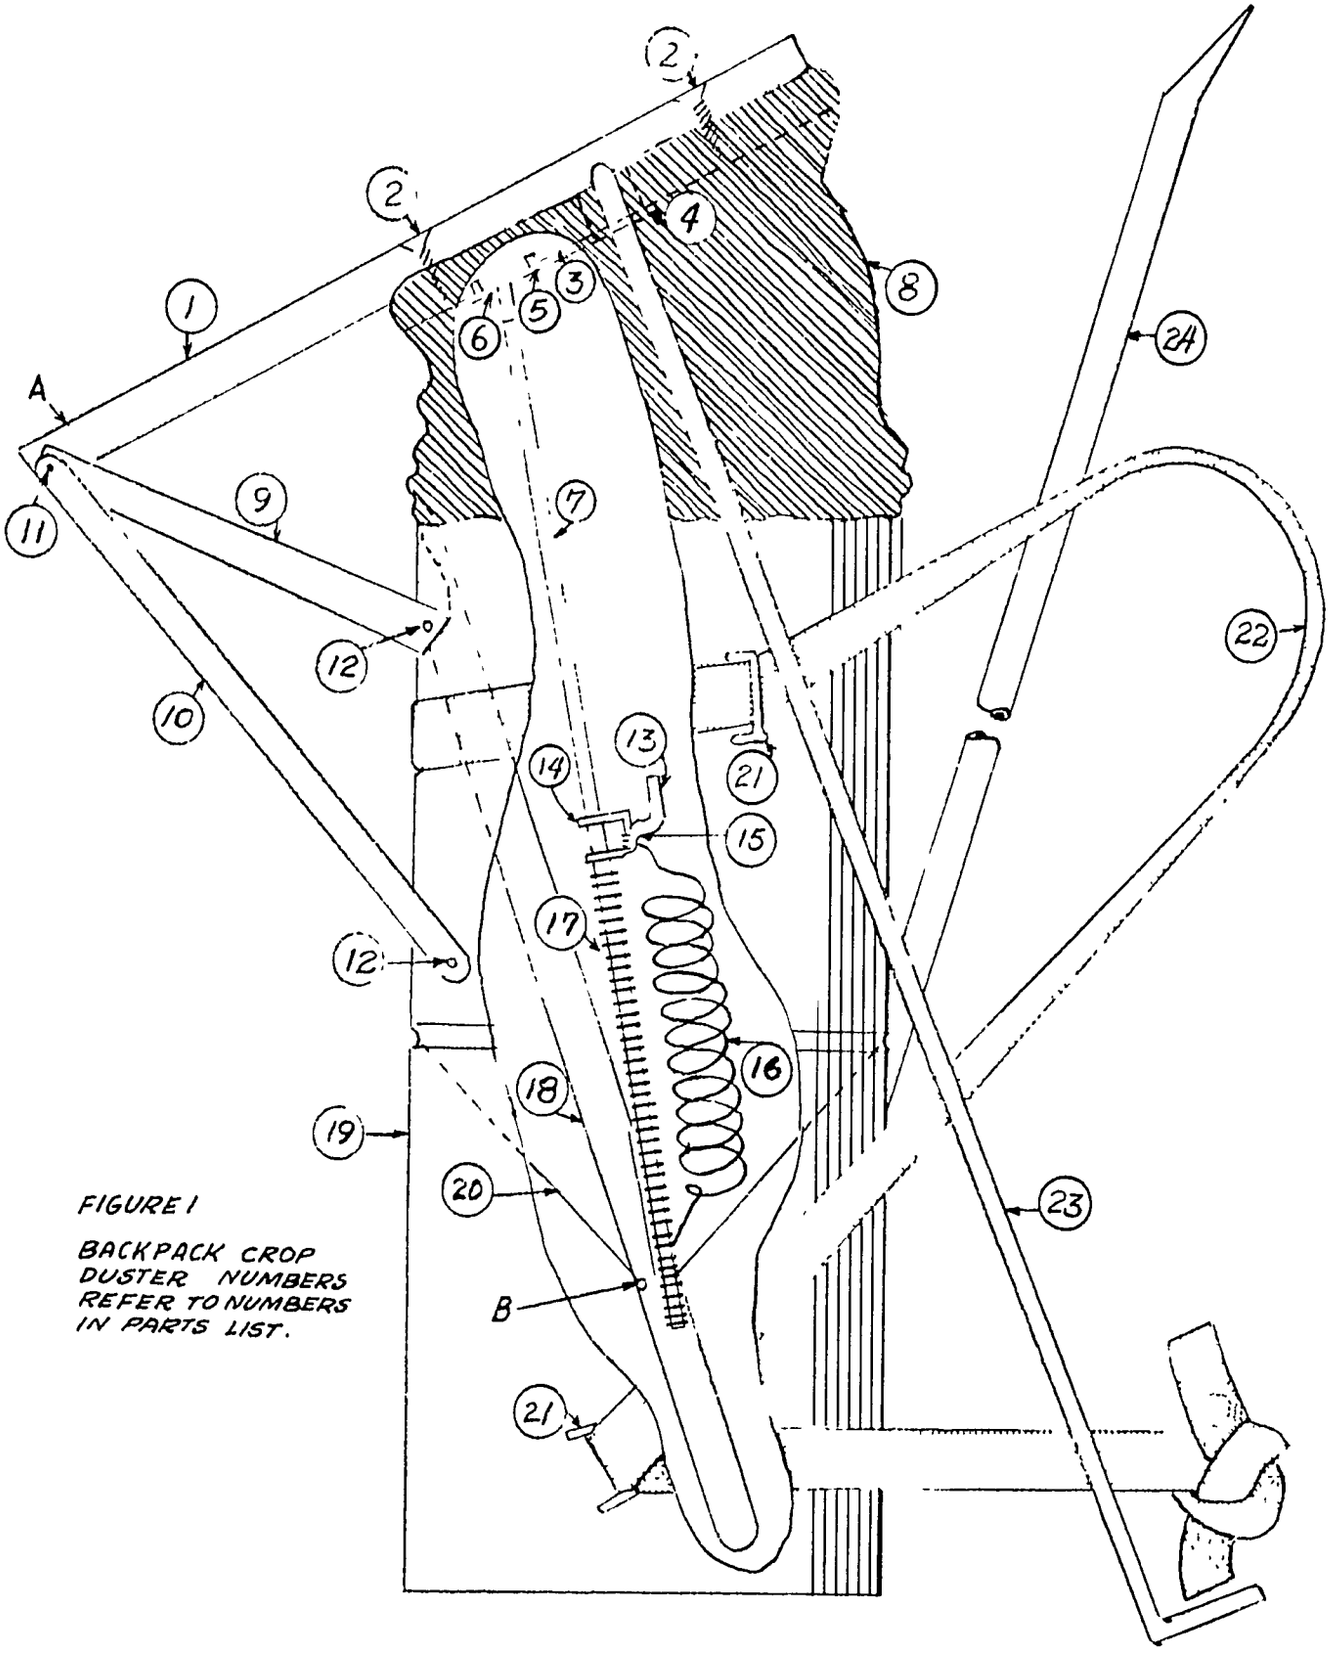

FIGURE 1
The backpack duster described here, designed so that it can be easily made by tinsmiths, has been used by Afghan farmers to dust sulfur on their grapes to control powdery mildew. The duster is made from easily available materials. Its feed rate is adjustable (see Figure 1).
In operating the duster, the rod (23) is used to pump the inner-tube bellows, which pivots about point A (see Figure 1).